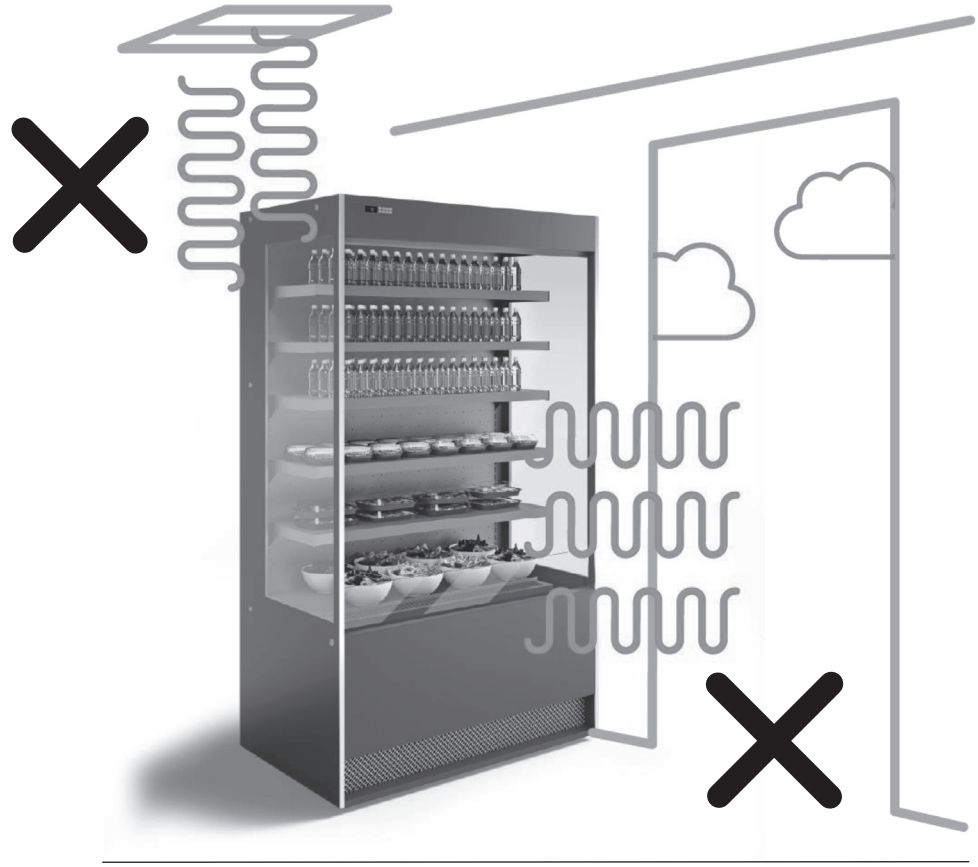

fig. 12
- Do not place the equipment near draughts (near doors, windows, air conditioning systems, etc.) that exceed a speed of 0.2m/sec (fig.12).